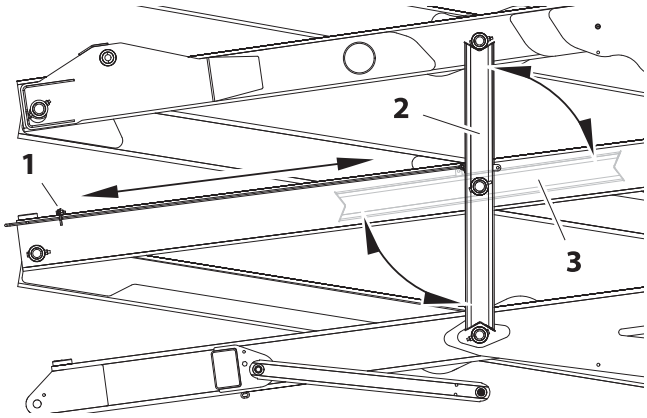

Figure 2-1. Bras articulé - Assemblage de l'étançon
1. Pour engager l'étançon de sécurité, relevez la plate-forme à vide et déverrouillez la poignée de l'étançon de sécurité à l'avant de la machine. (Voir Figure 2-1.)